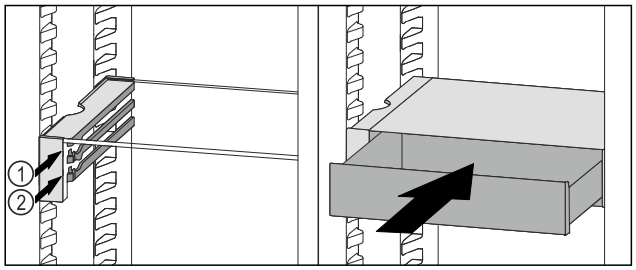

Fig. 182
▶ Posizionare il cassetto VarioSafe dietro i tappi sulla nervatura desiderata *Fig. 182 (1)* o *Fig. 182 (2)*.